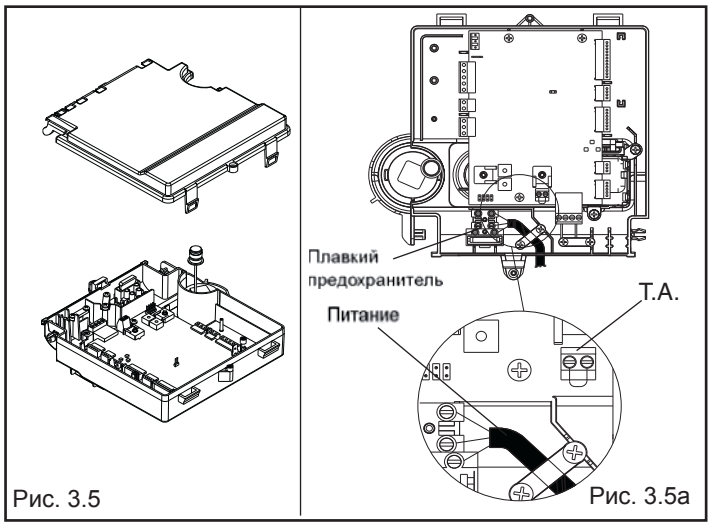

Рис. 3.5 Рис. 3.5а
- Снимите крышку, которая закрывает клеммную колодку (рис. 3.5)
- Проденьте кабель питания и термостата температуры в помещении, которые вы хотите подключить (рис. 3.5а).